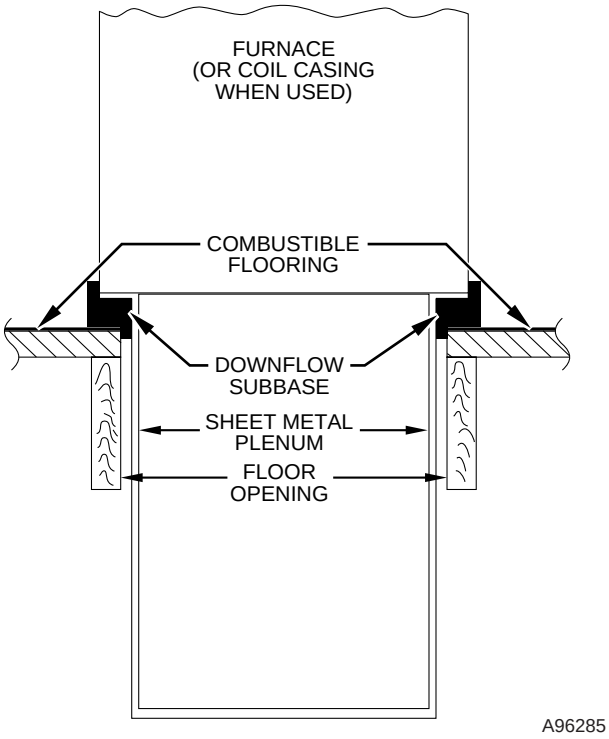
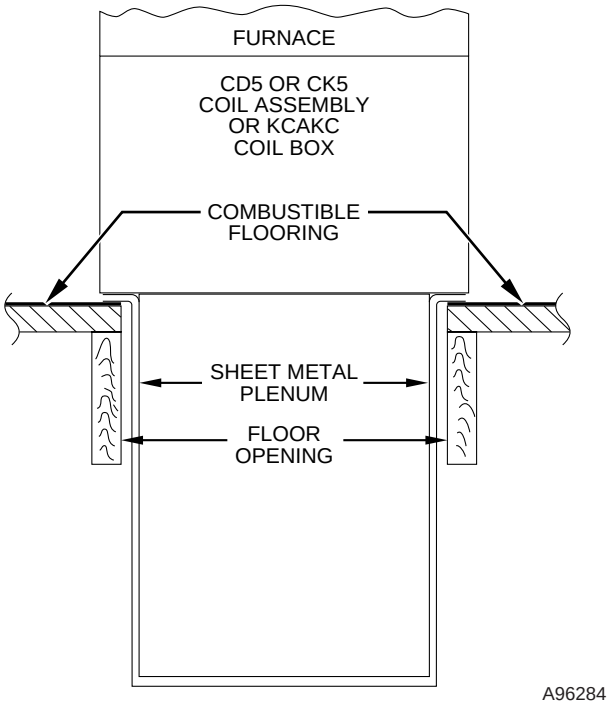

Fig. 19—Furnace, Plenum, and Subbase Installed on a Combustible Floor
Fig. 20—Furnace, Plenum, and Coil Assembly or Coil Box Installed on a Combustible Floor
4. If downflow subbase (KGASB) is used, install as shown in Fig. 19. If Coil Assembly Part No. CD5 or CK5 or Coil Box Part No. KCAKC is used, install as shown in Fig. 20.